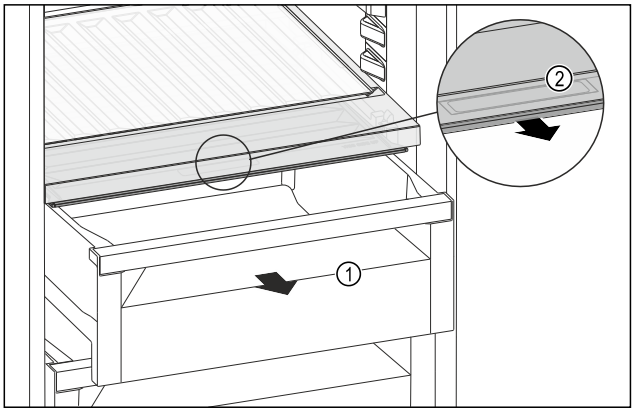

*Fig. 127*
▶ Extrageți sertarul *Fig. 127 (1)*.
▶ Prindeți mânerul încastrat *Fig. 127 (2)* de la capacul compartimentului și trageți concomitent capacul compartimentului spre partea frontală.